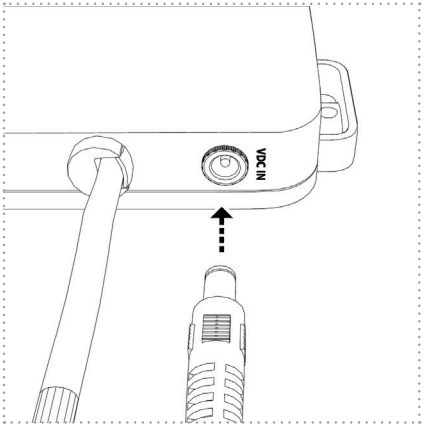

Abbildung: 22
5. Stecken Sie jetzt den Stecker des Anschlusskabels (Spannungsversorgung) in die davor vorgesehene Anschlussbuchse an der UV-Einheit (Abbildung 22).